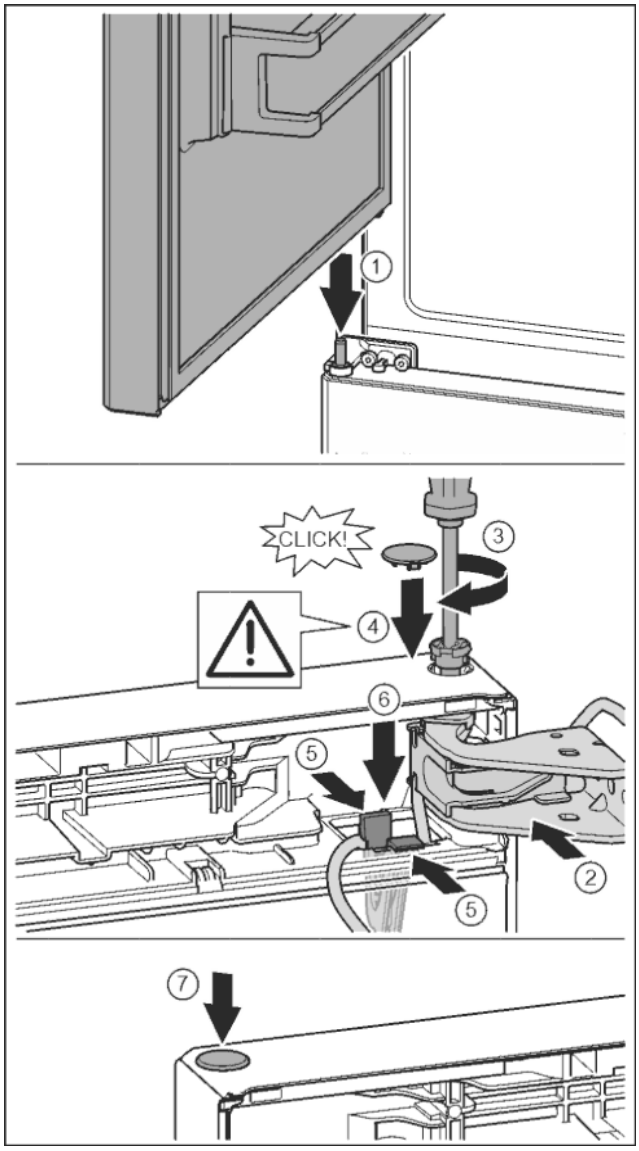

Fig. 39
- ▶ Установка верхней двери на средний опорный палец *Fig. 39 (1)*
- ▶ Дверь вверху выровнять по отверстию в опорном кронштейне. *Fig. 39 (2)*
- ▶ Вставить палец и затянуть отверткой T15. *Fig. 39 (3)*
- ▶ Установить предохранительную крышку для защиты двери: вставить предохранительную крышку и проверить, прилегает ли она к двери. В ином случае вставить палец полностью. *Fig. 39 (4)*
- ▶ Вставить держатель кабеля с закрепленным на нем кабелем в отверстие. При этом более длинное отверстие соединительной накладки должно быть направлено вперед. *Fig. 39 (5)*
- ▶ Прижать держатель вниз так, чтобы соединительная накладка защелкнулась. *Fig. 39 (6)*
- ▶ Вставить заглушку. *Fig. 39 (7)*